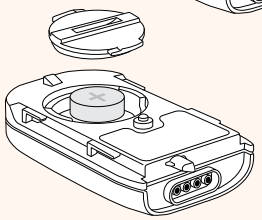

Fig. 2
d. Insert a NEW silver oxide 357 HC battery with the plus sign (+) facing you. (Fig. 2)